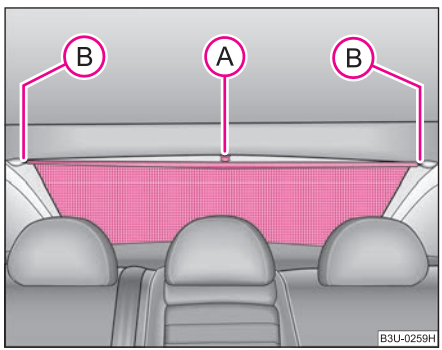

Fig. 48 Rear window: Sun screen
– Pull the sun screen at the plate (A) and hang it in the bracket (B) ⇒ fig. 48.